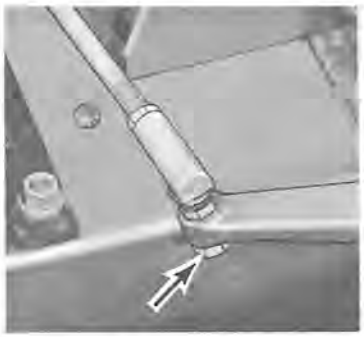

Figure 9-34
c. Remove nut and washer from steering arm (see Figure 9-34). Loosen locking nut.